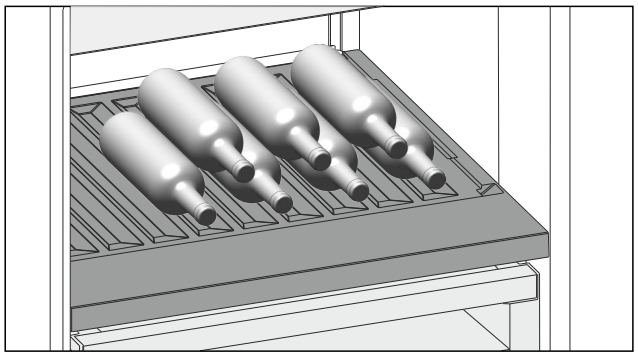

*Fig. 121*
- ▶ Introduzca las botellas con la base orientada hacia la pared posterior. (consulte Fig. 121)